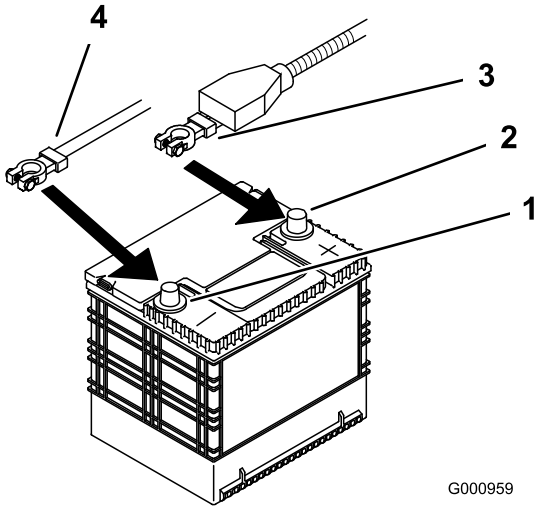

Figur 45
4. Ta den negative batterikabelen av den negative (–) batteripolen (Figur 45).
5. Skyv den røde polhetten av den positive (røde) batteripolen. Fjern deretter den positive (røde) kabelen (Figur 45).
4. Fest kablene med to bolter (1/4 x 3/4 tommer), to skiver (1/4 tommer) og to mutrer (1/4 tommer) (Figur 45).